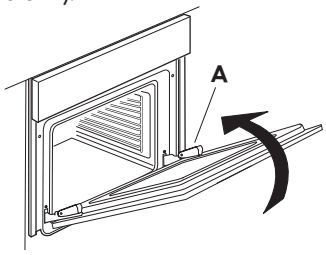

Fig. 2
3. Fermez complètement la porte (A), soulevez-la (B) et faites-la pivoter (C) jusqu'à ce qu'elle se décroche (D) (fig. 2, 3 et 4).